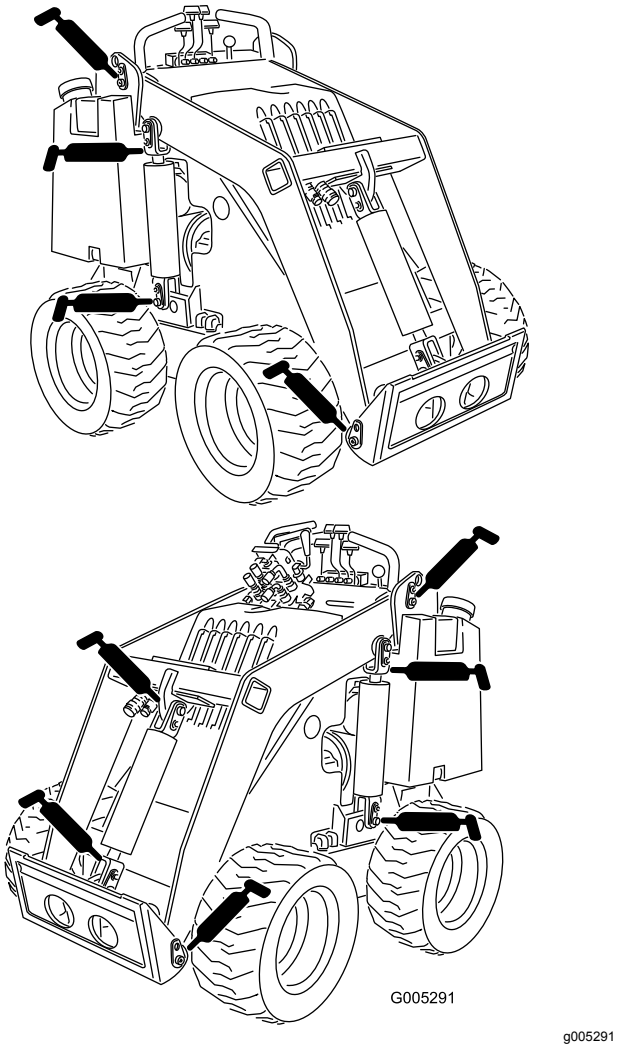
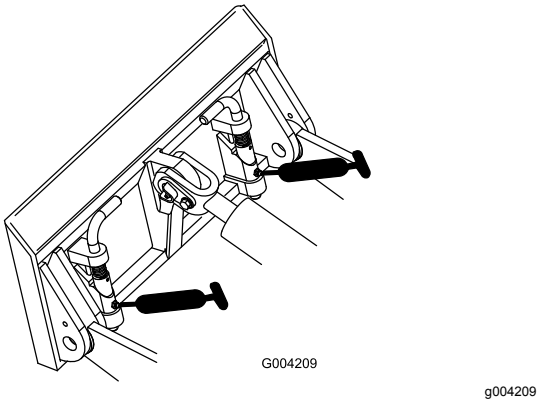

Rysunek 18
Rysunek 19
4. Podłącz smarownicę do obu smarowniczek (Rysunek 18 i Rysunek 19).